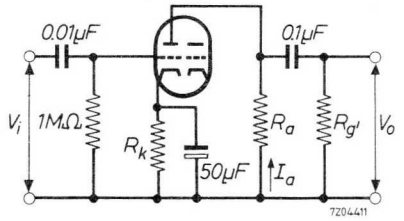

Fig. 1
A.F. amplifier - circuit fig.1
A.F. amplifier - circuit fig.1 (continued)